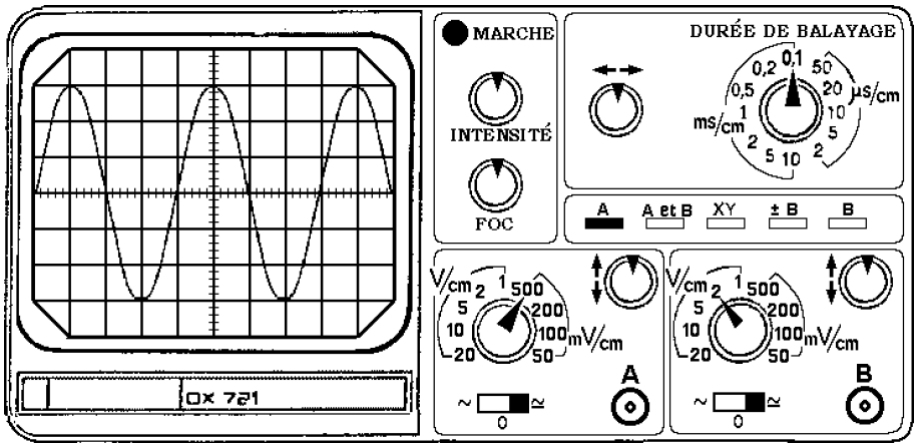

Figure 1 : Le dessin est réduit, chaque carreau (ou division) de l'écran mesure 1 cm en réalité
- On branche un haut-parleur (HP) sur un générateur basses fréquences (GBF) et un microphone sur la voie A d'un oscilloscope, réglé comme le montre la **figure 1 page 3**.